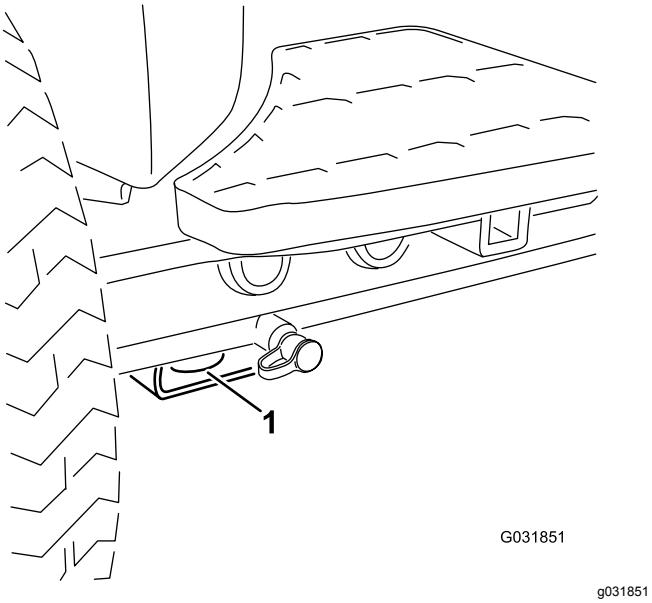

Figur 34
- For – hullet i den rektangulære plade, under akselrøret, indvendigt i forhold til hvert fordæk (Figur 34)